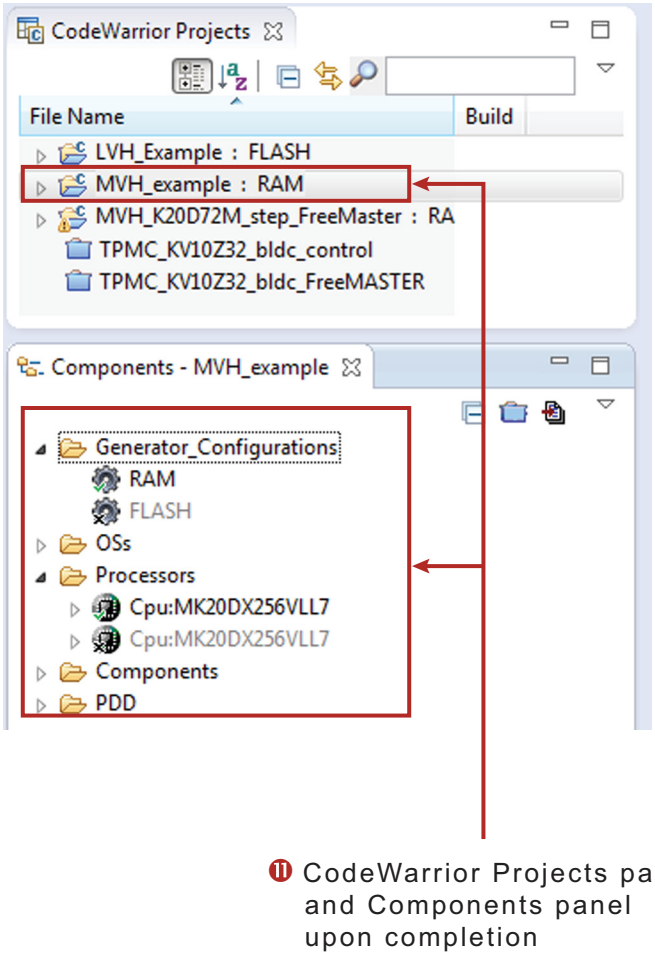

Figure 35. CodeWarrior Projects and Components panels with project created
6. Figure 35 shows the CodeWarrior Projects panel and the Components panel after the project has been successfully created.